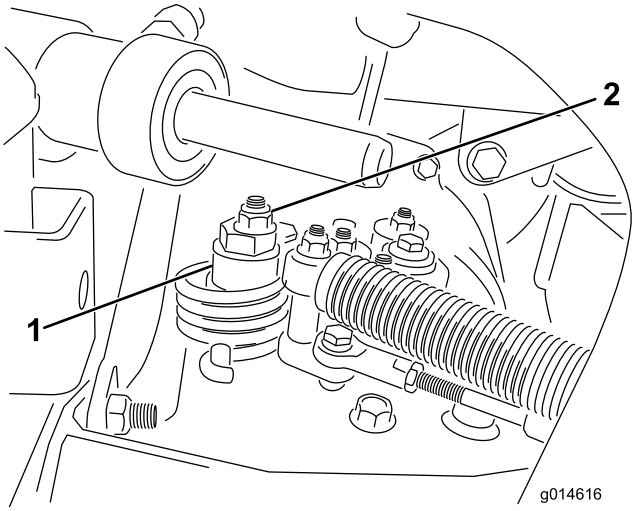

Figuur 48
A. Draai de moer los waarmee de excentriek is bevestigd aan de bovenkant van de hydrostaat (Figuur 48).
C. Draai aan de excentriek totdat de machine niet meer naar voren of naar achteren kruipt. Als het wielen niet meer draaien, zet u de moer vast waarmee de excentriek en de afstelling worden geborgd (Figuur 48). Controleer de afstelling met de gashendel op LANGZAAM en SNEL.